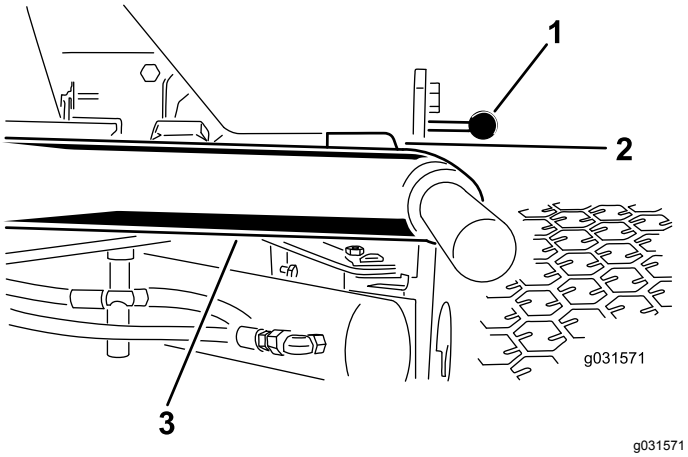

图 11
1. 启动发动机升起刀组确保各个提升臂与底板支架之间的间隙介于 58mm 之间如 图 11 所示。